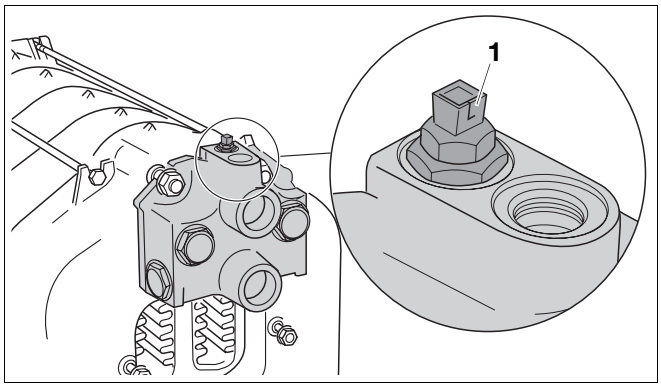

Rys. 47 Wkręcanie czujnika temperatury kotła
- Wkręcić redukcję z czujnikiem temperatury kotła (➔ Rys. 47).